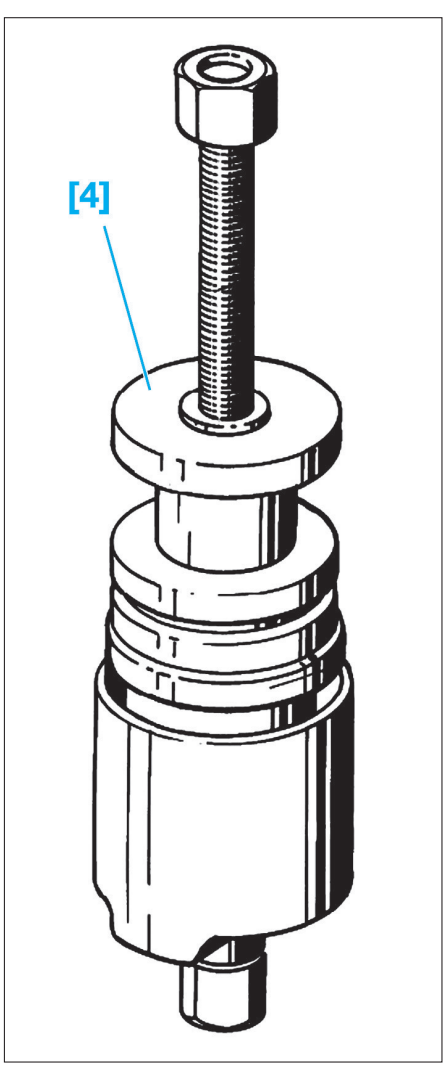

Fig. 55
- [4]. Dispositif d'extraction et d'emmanchement de roulement de roue arrière **(Fig.55)**.